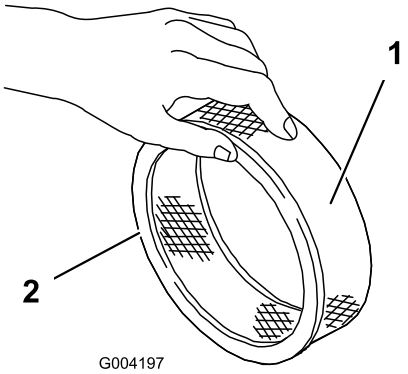

Figur 17
5. Inspektera pappersinsatsen och kontrollera om det finns några sprickor, en oljebeläggning eller skador på gummitätningen (Figur 17).
1. Skjut försiktigt dit skumförfiltret på pappersfiltret (Figur 17).